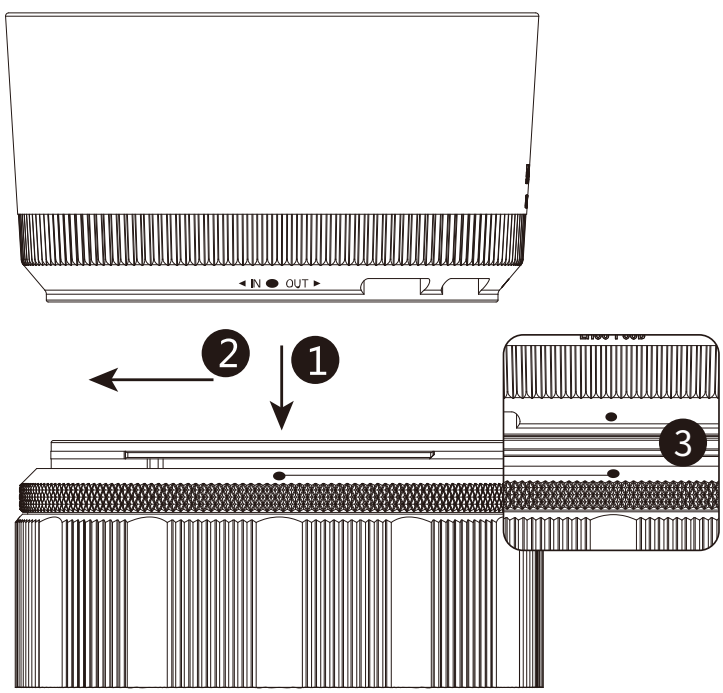

图4
2.Rotate the hood in the direction indicated by(◂IN) until the hood mounting marks match(●), align the lens hood mounting mark(●)the hood is fixed after a 'click'sound.(Fig. 4)